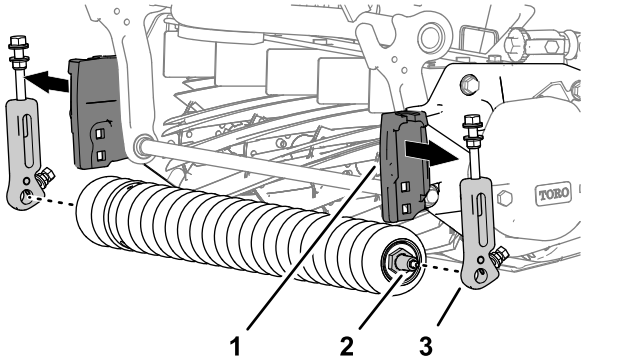

Figura 4
4. Retire o suporte da altura de corte e o rolo frontal da unidade de corte (Figura 4).